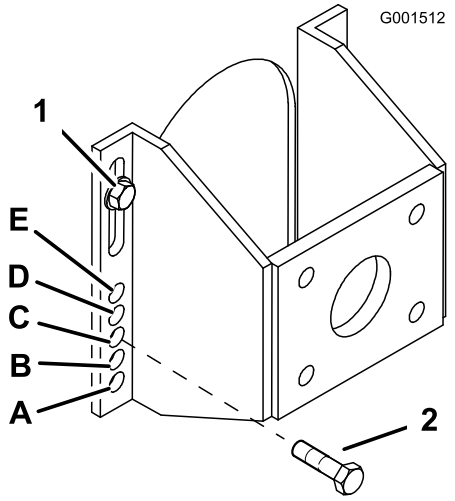

Figuur 16
5. Draai de 2 bovenste asbouten los maar verwijder deze niet (Figuur 16).
6. Verwijder de 2 onderste asbouten (Figuur 16).
7. Breng de montagebeugel omhoog of omlaag zodat u de 2 stelbouten van de as in de gewenste opening kunt plaatsen (Figuur 16). U kunt een conische drevel gebruiken om de openingen uit te lijnen.